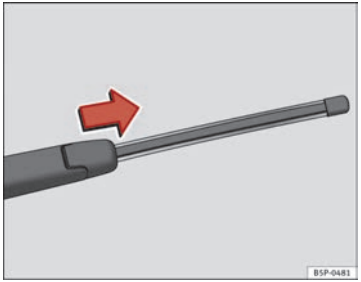

Fig. 183 Removing rear window wiper blade
– Lift the wiper arm away from the glass ⇒ fig. 183
– Slide the blade adapter in the direction of the arrow and remove the blade ⇒ fig. 183.